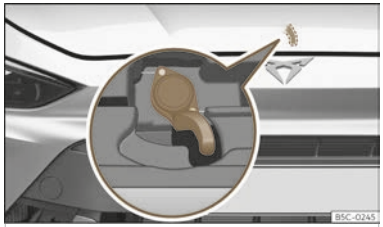

Fig. 231 Lever under the bonnet.
- To lift the bonnet, press towards the left on the lever located under the bonnet, in the centre ››› Fig. 231 ②. The fastening hooks are unlocked.